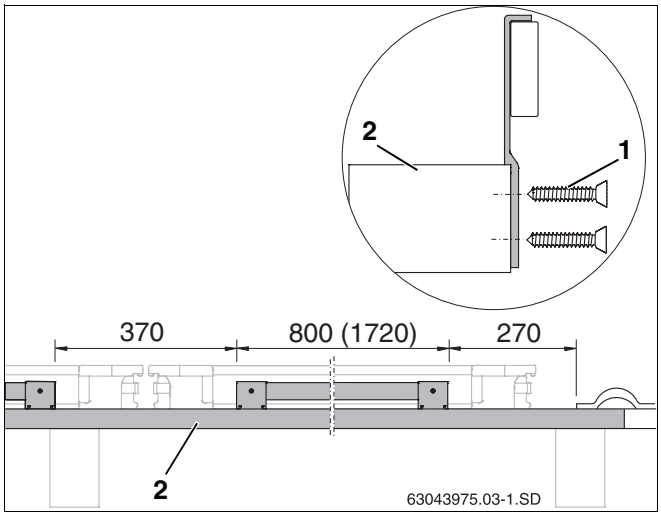

Abb. 11 Abrutschsicherungen an Dachlatte befestigen (Maße in mm, Klammerwert = waagerechte Ausführung)
- Vormontierte Abrutschsicherung auf die erste zusätzliche Dachlatte (Abb. 11, **Pos. 2**) stellen und mit zwei Schrauben 4×40 (Abb. 11, **Pos. 1**) befestigen (Maße beachten).